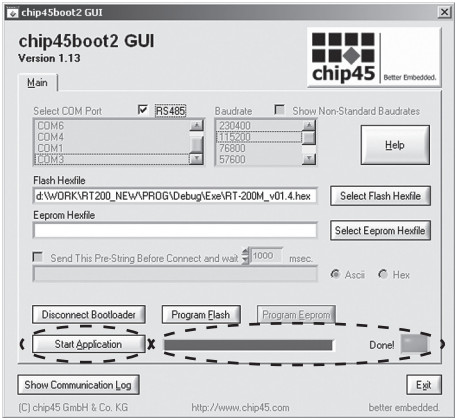

Рис. 28.
11. Убедиться в окончании процесса загрузки – полная синяя шкала, и сообщение **«DONE!»** + **«Зеленый индикатор»**, Рис. 28.
12. Нажмите **«Start Application»**, Рис. 28.